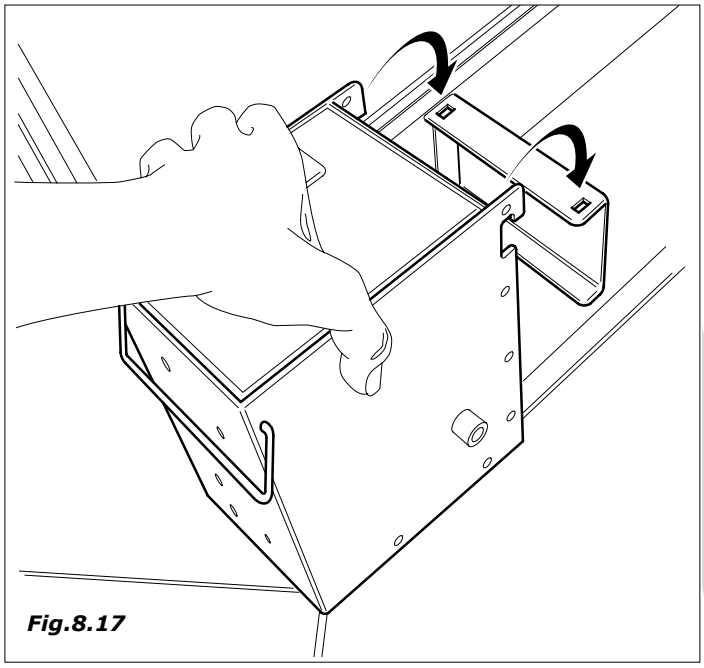

Fig.8.17
- Montar a caixa das moedas na parte inferior do movel (*Fig. 8.17*)